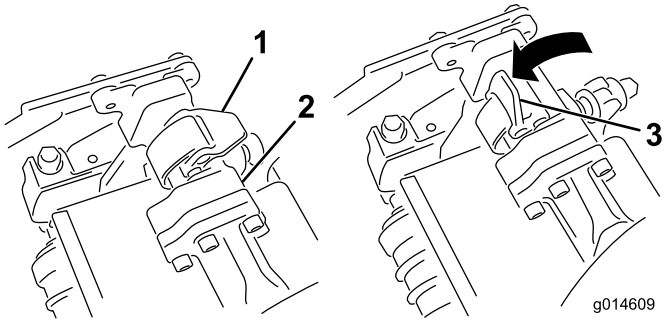
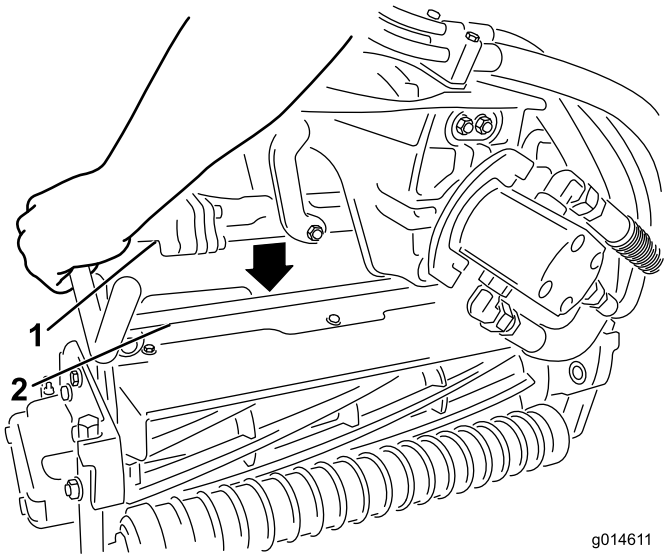

**Figur 33**
**Figur 34**
3. Mens låsehåndtagene på affjedringsarmen peger opad (dvs. er åbne) (Figur 33), skal du skubbe affjedringsarmen ned, så stangen kan sættes over tværstangen på klippeenheden øverst oppe (Figur 34).
4. Luk låsehåndtagene ned og omkring klippeenhedens stang, og lås dem på plads (Figur 33).
4. Åbn låsehåndtagene på affjedringsarmens stang på klippeenheden, som du fjerner (Figur 33).